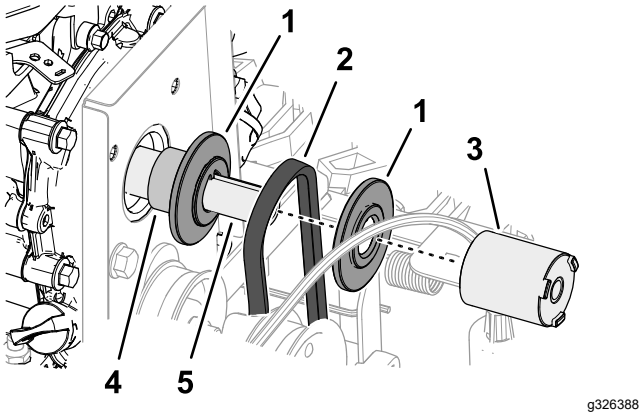

Figuur 46
4. Neem het afstandsstuk van de poelie, de voorste halve poelie en de tractie-aandrijfriem (87,6 cm) van de krukas van de motor (Figuur 46).